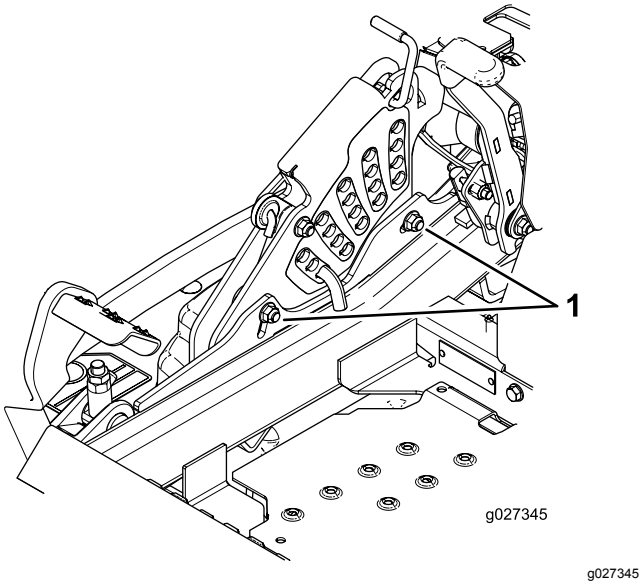

Figur 98
11. Lossa de två skruvarna längst ned på klipphöjdsplattan för att justera enkelpunktssystemet (Figur 98).
13. Dra åt de två skruvarna som sitter längst ner på klipphöjdsplattan (Figur 98).